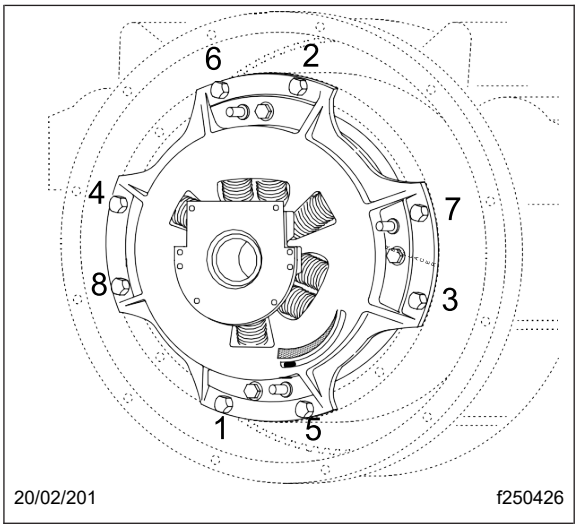

Fig. 21, Séquence de serrage
7. Serrez progressivement les boulons de montage dans un motif entrecroisé en commençant par le boulon inférieur gauche. Couple à 45 lbf·pi (61 N·m). Voir**fig. 21**.